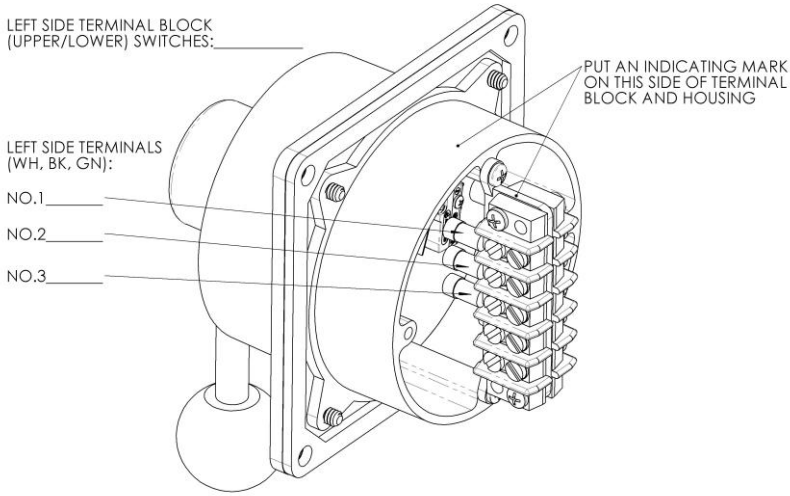
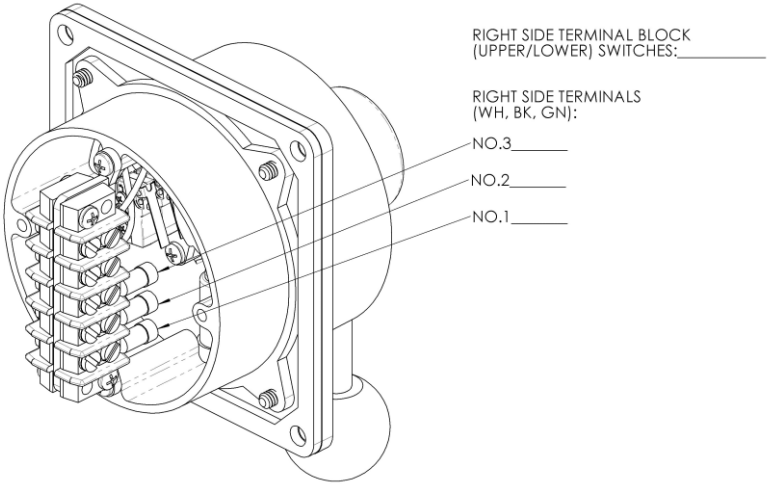

Figure 16: Dual jog left side terminal connections.
Figure 17: Dual jog right side terminal connections
c. Refer to Figure 16 and Figure 17; Fill out the side of the terminal block which the upper and lower switches are routed to.
d. Refer to Figure 16 and Figure 17; Fill out the colour of wire to each of the terminal block positions.
e. Refer to Figure 16; Use a marking material such as a paint marker to put an indicating mark on the terminal block and housing to ensure terminal block is reinstalled in the same orientation.
21. Reconnect all the switch wires to the terminal block, refer to Figure 16 and Figure 17 for which wires go to which terminal positions. It is important that the same microswitch (Upper/lower/left/right) goes to the same terminal block number as before. The colors of the of the microswitch wires may not necessarily the same as before.